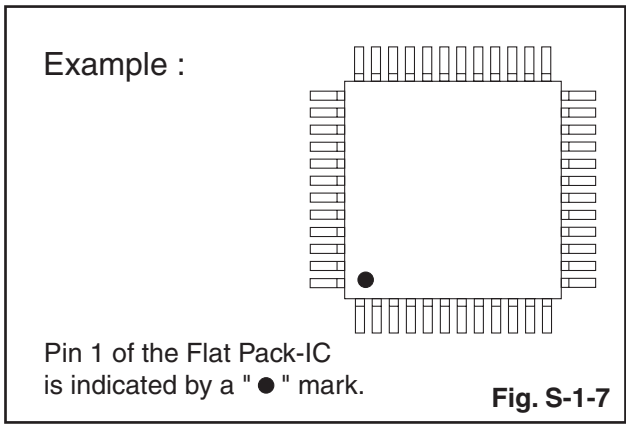
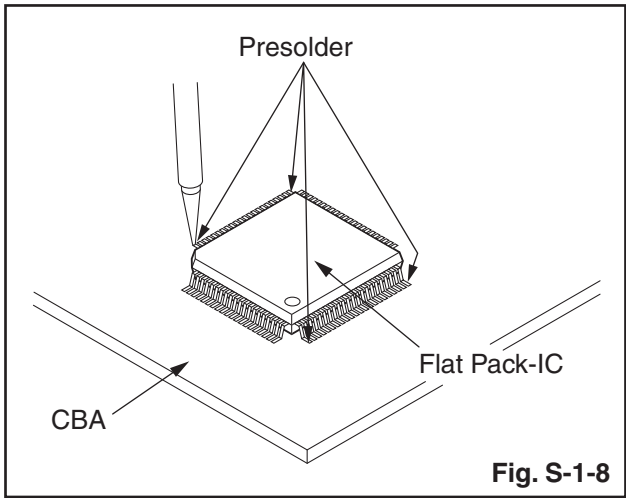

Fig. S-1-7
Fig. S-1-8
2. The " ● " mark on the flat pack-IC indicates pin 1. (See Fig. S-1-7.) Be sure this mark matches the pin 1 on the PCB when positioning for installation. Then presolder the four corners of the flat pack-IC. (See Fig. S-1-8.)